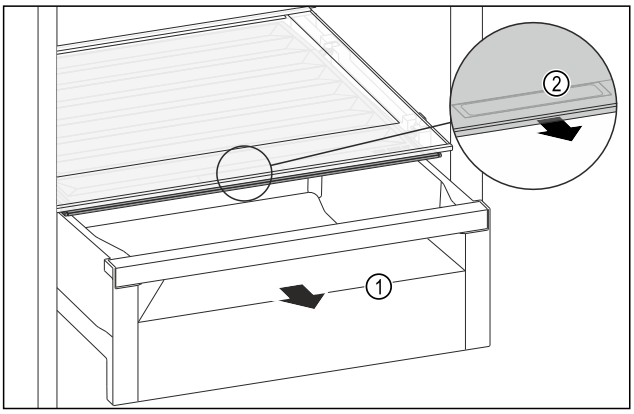

Fig. 73
▶ Извлеките выдвижной ящик *Fig. 73 (1)*.
▶ Возьмитесь за утопленную ручку *Fig. 73 (2)* на крышке отделения и одновременно потяните крышку отделения вперед.